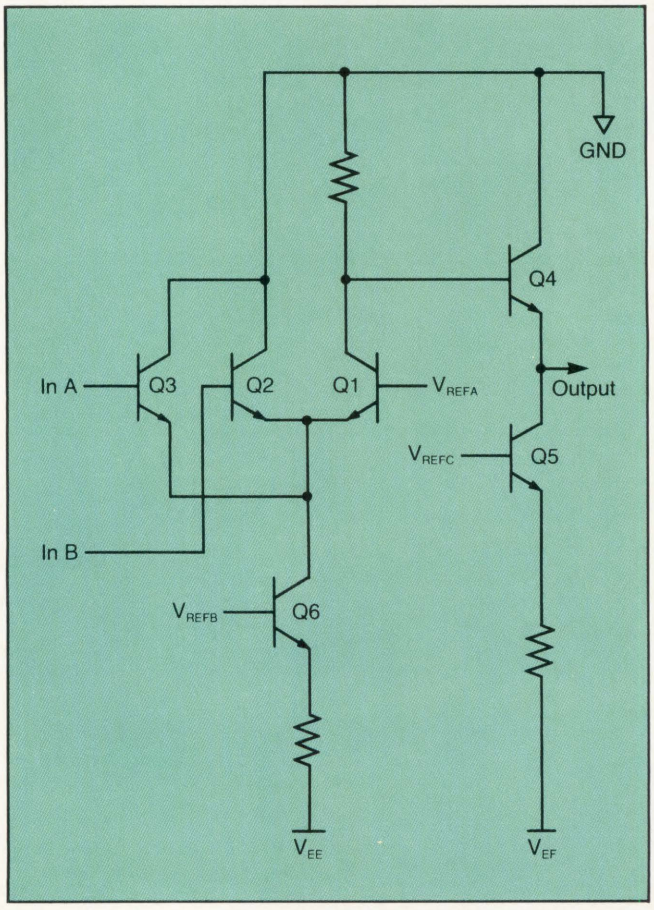

FIGURE 1. A typical two-input ECL NOR gate requires six transistors, three resistors, and several voltage references.
To understand the differences between ECL silicon and E/D GaAs, it is useful to review the basic circuit topologies of each. Central to the operation of a typical ECL NOR gate (Figure 1) is the main differential pair (Q_1 and Q_2). V_{REFA} is set at a voltage halfway between a valid logic high and logic low. When digital signals arrive at the base of Q_2 or Q_3, the active device in the differential pair switches state, resulting in a change of voltage across the load resistor (R). Emitter-follower Q_4 shifts the level of that voltage change and buffers it. Q_5 and Q_6, along with their corresponding resistors, act as active current sinks.
FIGURE 2. Adding "clocking pair" (Q_5 and Q_6) and a "latching pair" (Q_3 and Q_4) to the circuit shown in Figure 1 creates a data latch. Cascading two of these structures results in a D-type edge-triggered flip-flop.